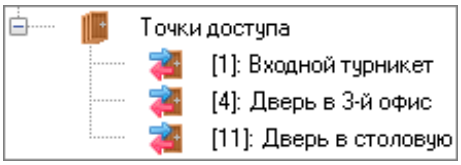

Рисунок 6-737 Точки доступа в составе приведенного в пример объекта
- Точки доступа (см. Рисунок 6-737):